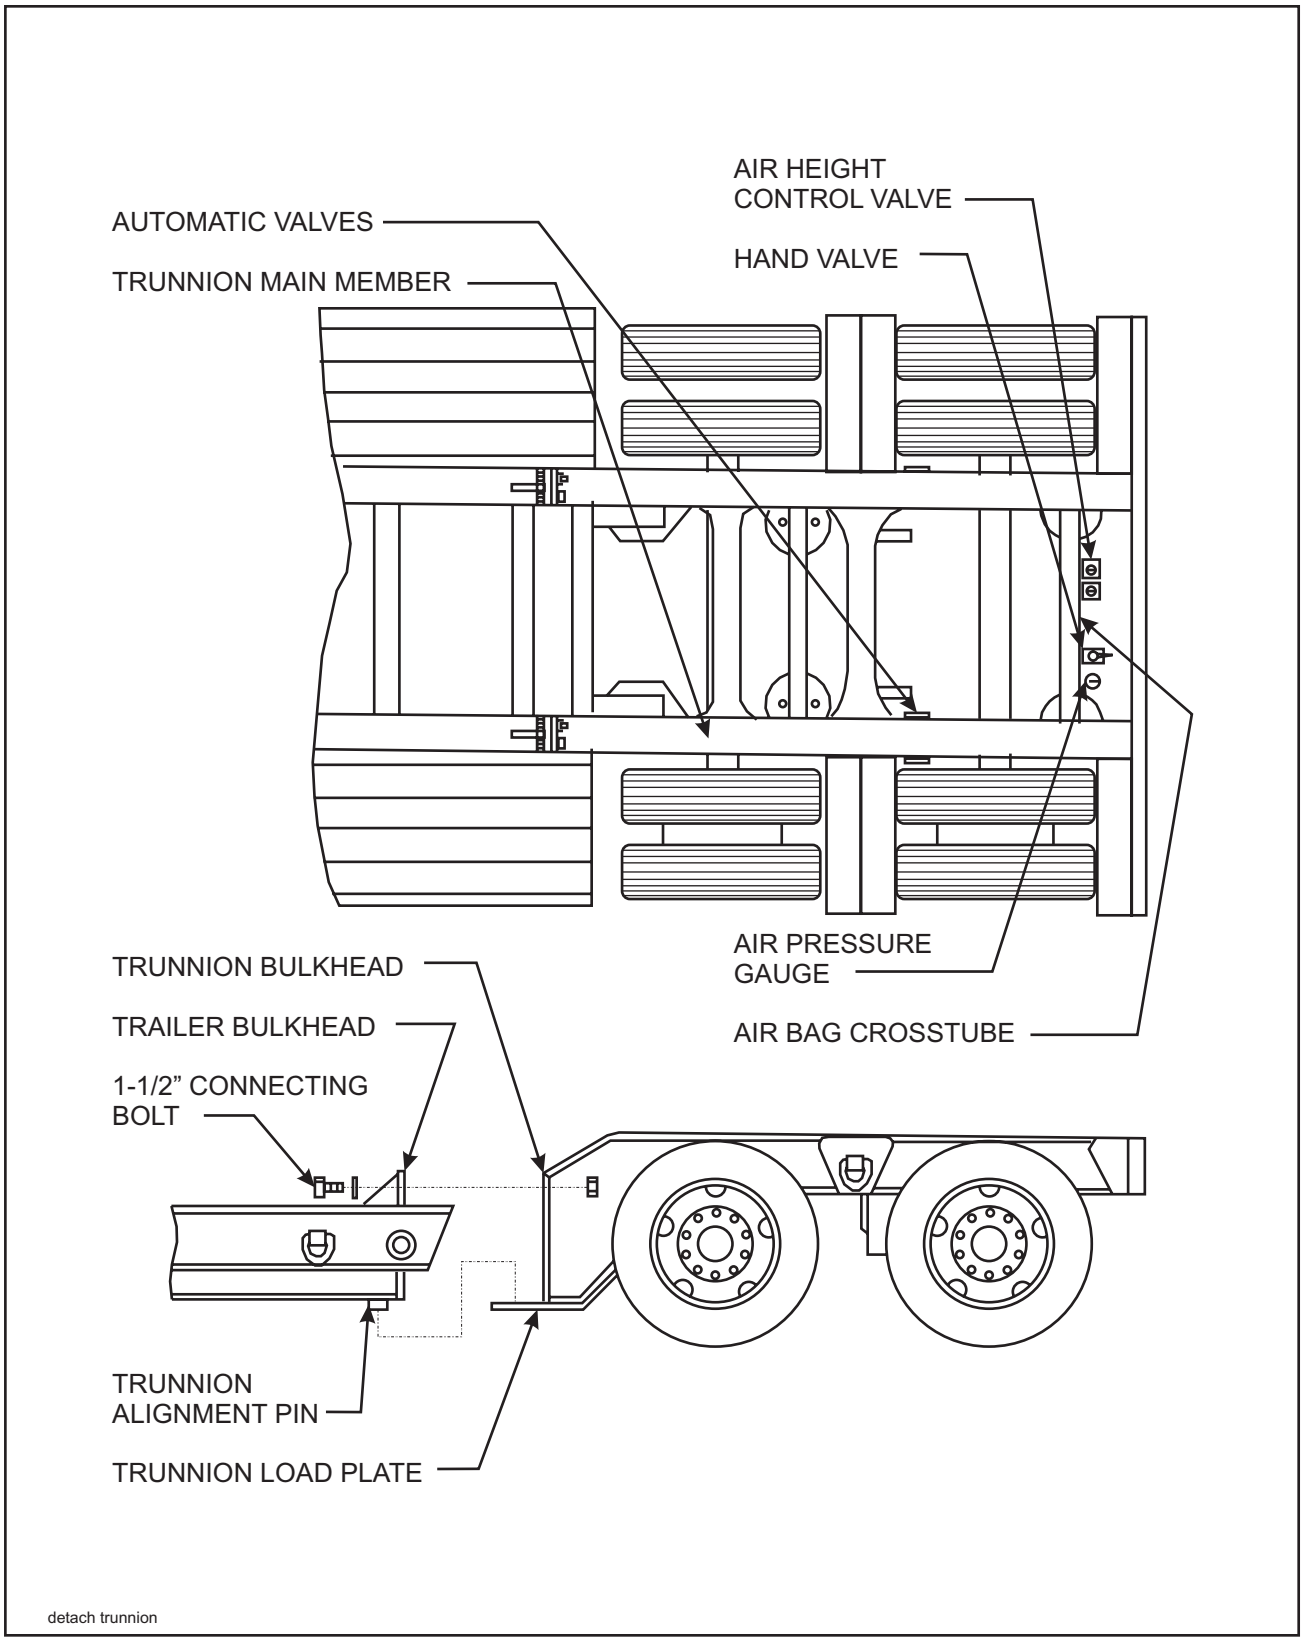

Figure 3-10 Detachable Trunnion
- **g.** Remove the four connecting bolts from the semitrailer and trunnion bulkheads **(See Figure 3-10).** Use a crane, hoist, or other suitable lifting device to slightly lift the back of the semitrailer bed if necessary, to provide relief on the bolts, allowing them to be removed.
- **b.** Lower the semitrailer bed until the trunnion alignment pins are inserted into the trunnion load plates **(See Figure 3-10).**